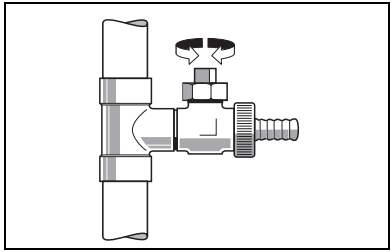

Afb. 6 Vul- en aftapkraan
- Vul de installatie tot de druk circa 1,5 bar bedraagt en sluit dan de vulkraan (afb. 6).